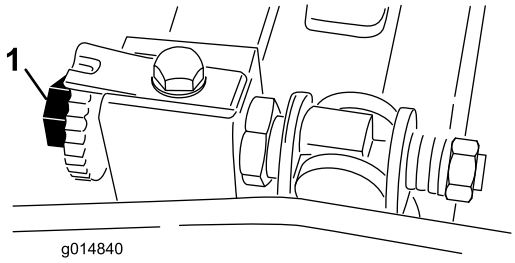
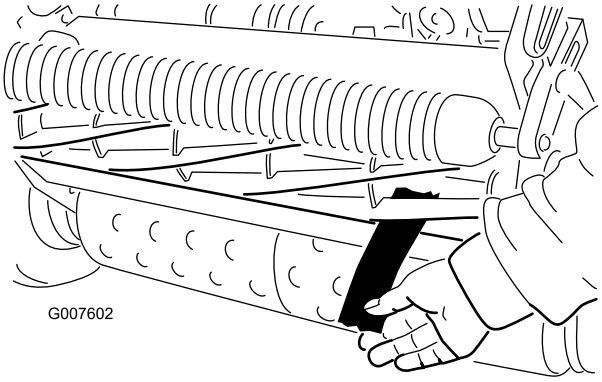

**Figur 49**
**Figur 50**
2. Kontroller at spolen ikke er i kontakt med noe ved å dreie justeringsskruene på motstangen mot klokken (Figur 49).
4. På én ende av spolens fremre side skyver du inn en lang remse med avispapir mellom spolen og motstålet (Figur 50). Mens du sakte dreier spolen fremover, skrur du justeringsskruen på motstangen med klokken (i samme ende av spolen, ett klikk om gangen, til papiret klemmes lett. Dette resulterer i at du kjenner motstand når det dras i papiret (Figur 49)).
6. Når du har justert ferdig, kontrollerer du at spolen kan klemme papiret når du setter dette inn foran, og at papiret klippes når du setter det inn i en rett vinkel i forhold til motstålet (Figur 50). Det skal være mulig å klippe papir når det er minimal kontakt mellom motstålet og spoleknivene. Hvis det er for mye spolemotstand (mer enn 0,79 Nm), må du slipe klippeenheten slik at du får skarpe nok kanter til å klippe presist. Se *Toros håndbok om spolesliping*.